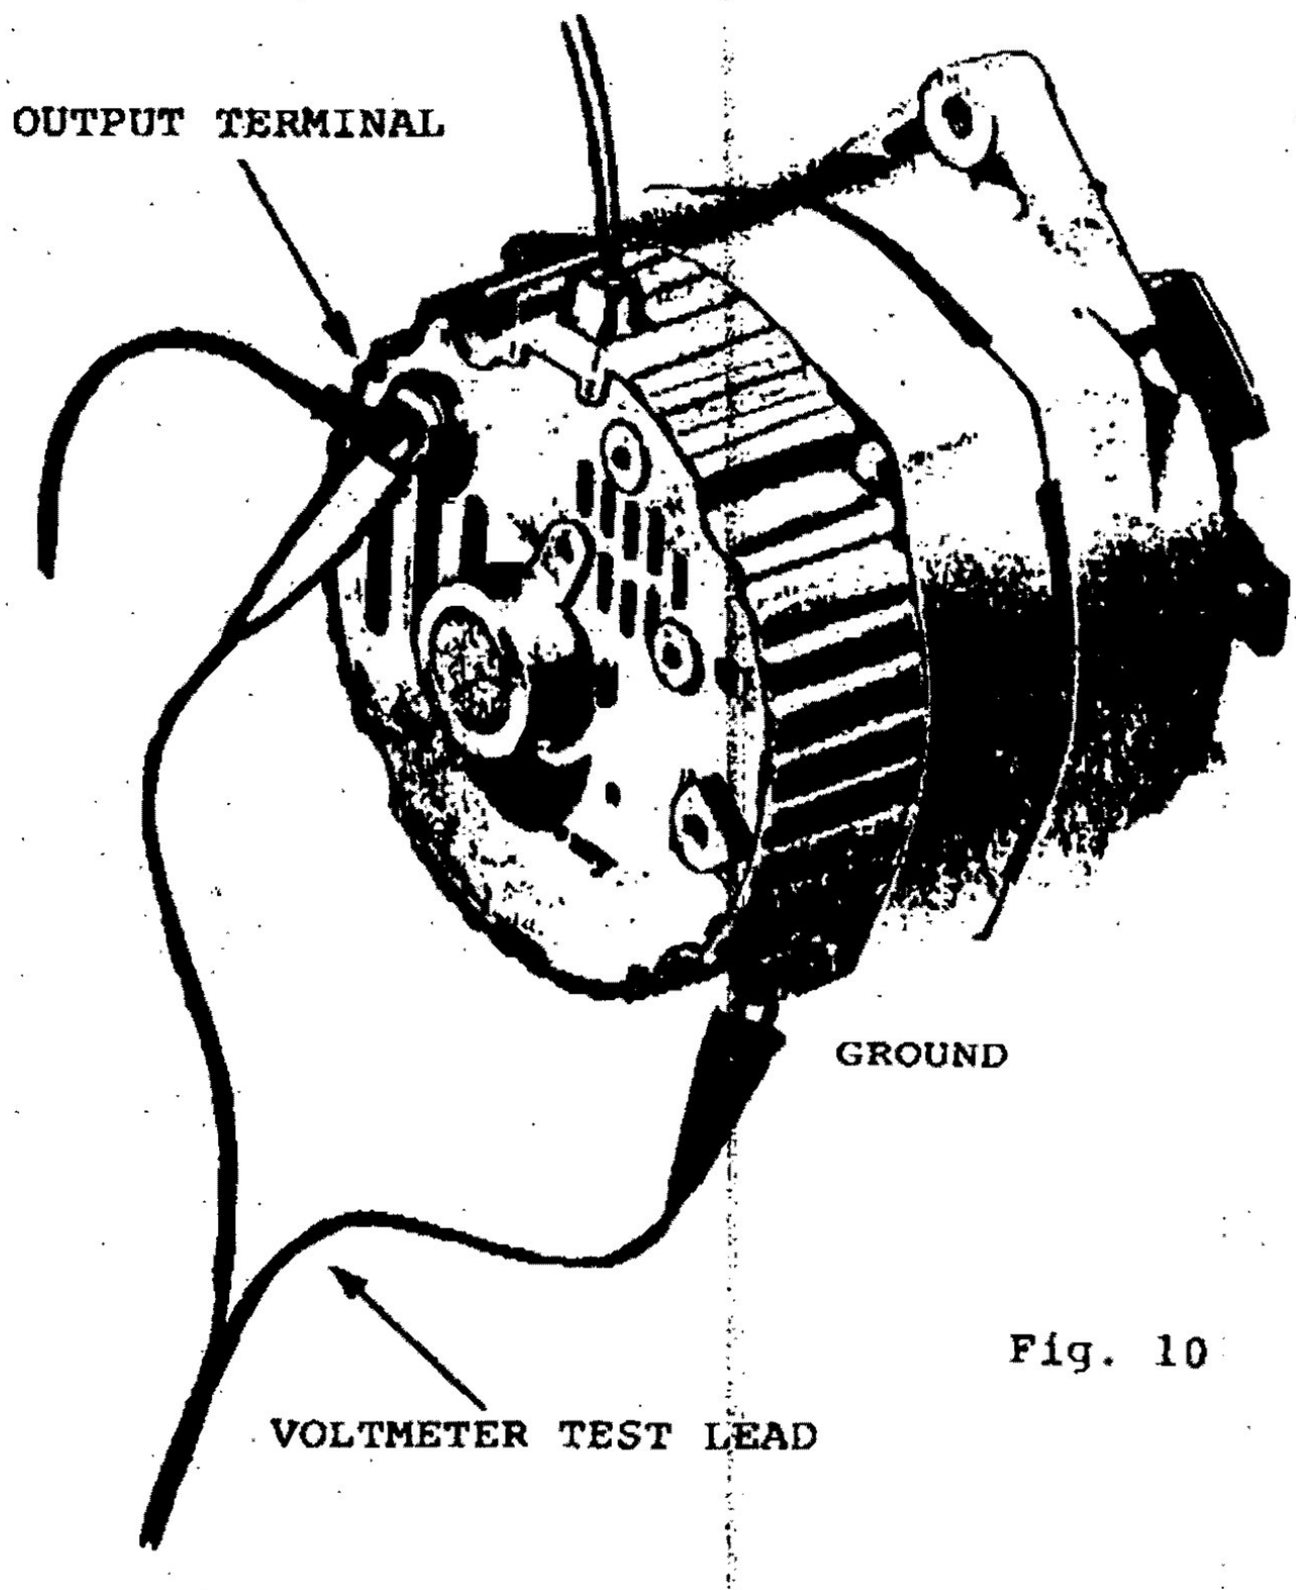

Fig. 10
1. Connect the black voltmeter clip to the engine ground and the red clip to the alternator output terminal, (see Fig. 10).